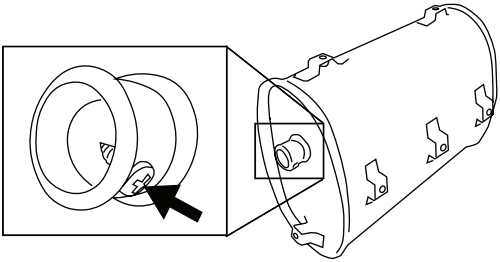

*Figure 15: Remove spark arrestor*
1. Once the cover is removed, locate the screw on the tip of the muffler and remove. Pull the spark arrestor out of the muffler. (see Figure 15).